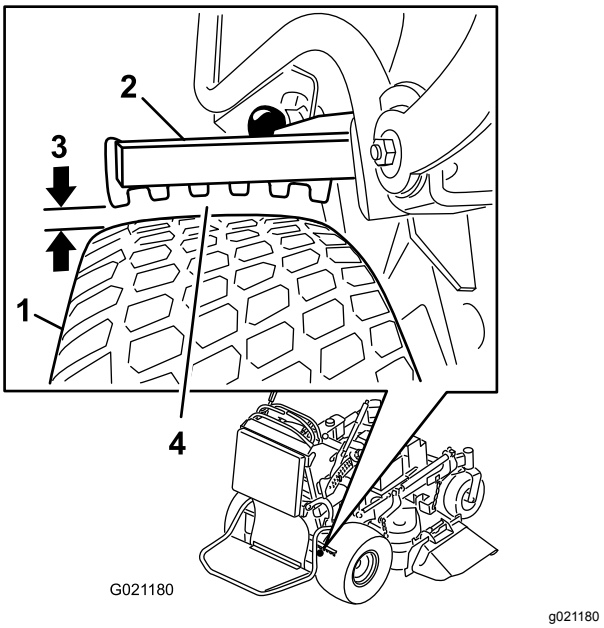

Rysunek 61
6. Używając strony z najmniejszym odstępem upewnij się, że odległość wynosi między 3 a 6 mm jak pokazano na Rysunek 61); jeżeli odległość jest nieprawidłowa, patrz Regulacja hamulców (Strona 48).
5. Wyreguluj jarzmo (Rysunek 61).